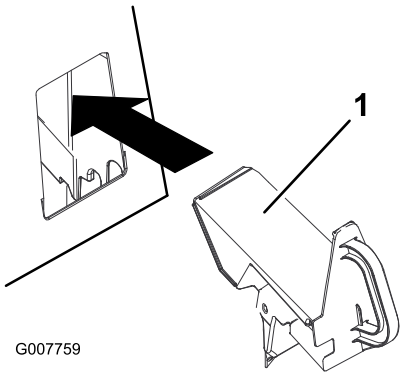

Figur 21
3. Sett resirkuleringspluggen inn i åpningen, som vist i Figur 21.